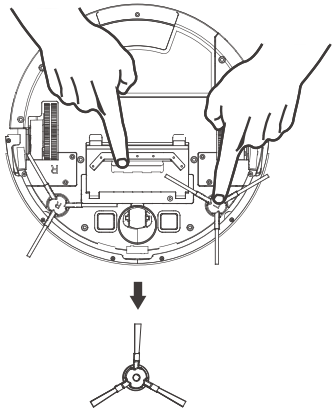

Figure 1
- Nettoyez les brosses des côtés et l'unité de ventilation quand ils sont sales et remplacez-les quand ils sont endommagés (Voir figure 1).